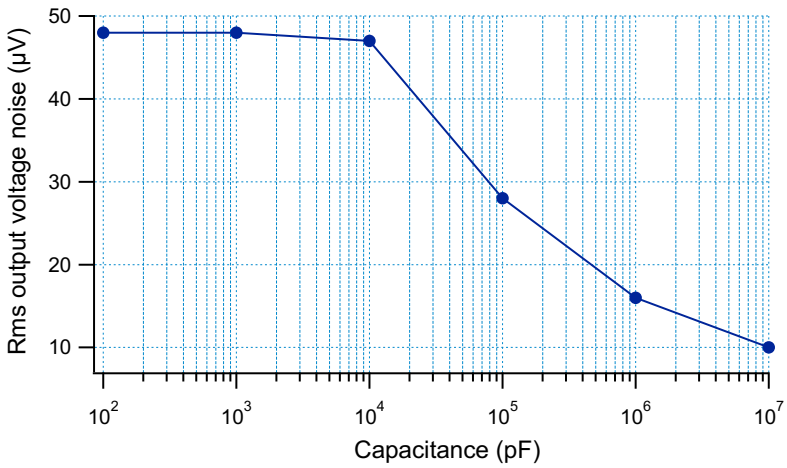

Figure 7. Rms output noise voltage versus capacitive load
- Rms output noise voltage versus capacitive load (Fig. 7)